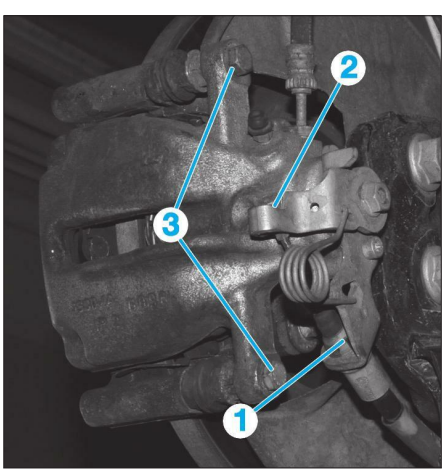

**Fig. 8**
• Déposer l'agrafe de maintien (1) du câble de frein de stationnement **(Fig.8)**.
• Désaccoupler le câble de frein de stationnement (2) de l'étrier.
• Déposer les vis de colonnettes (3) puis suspendre l'étrier.